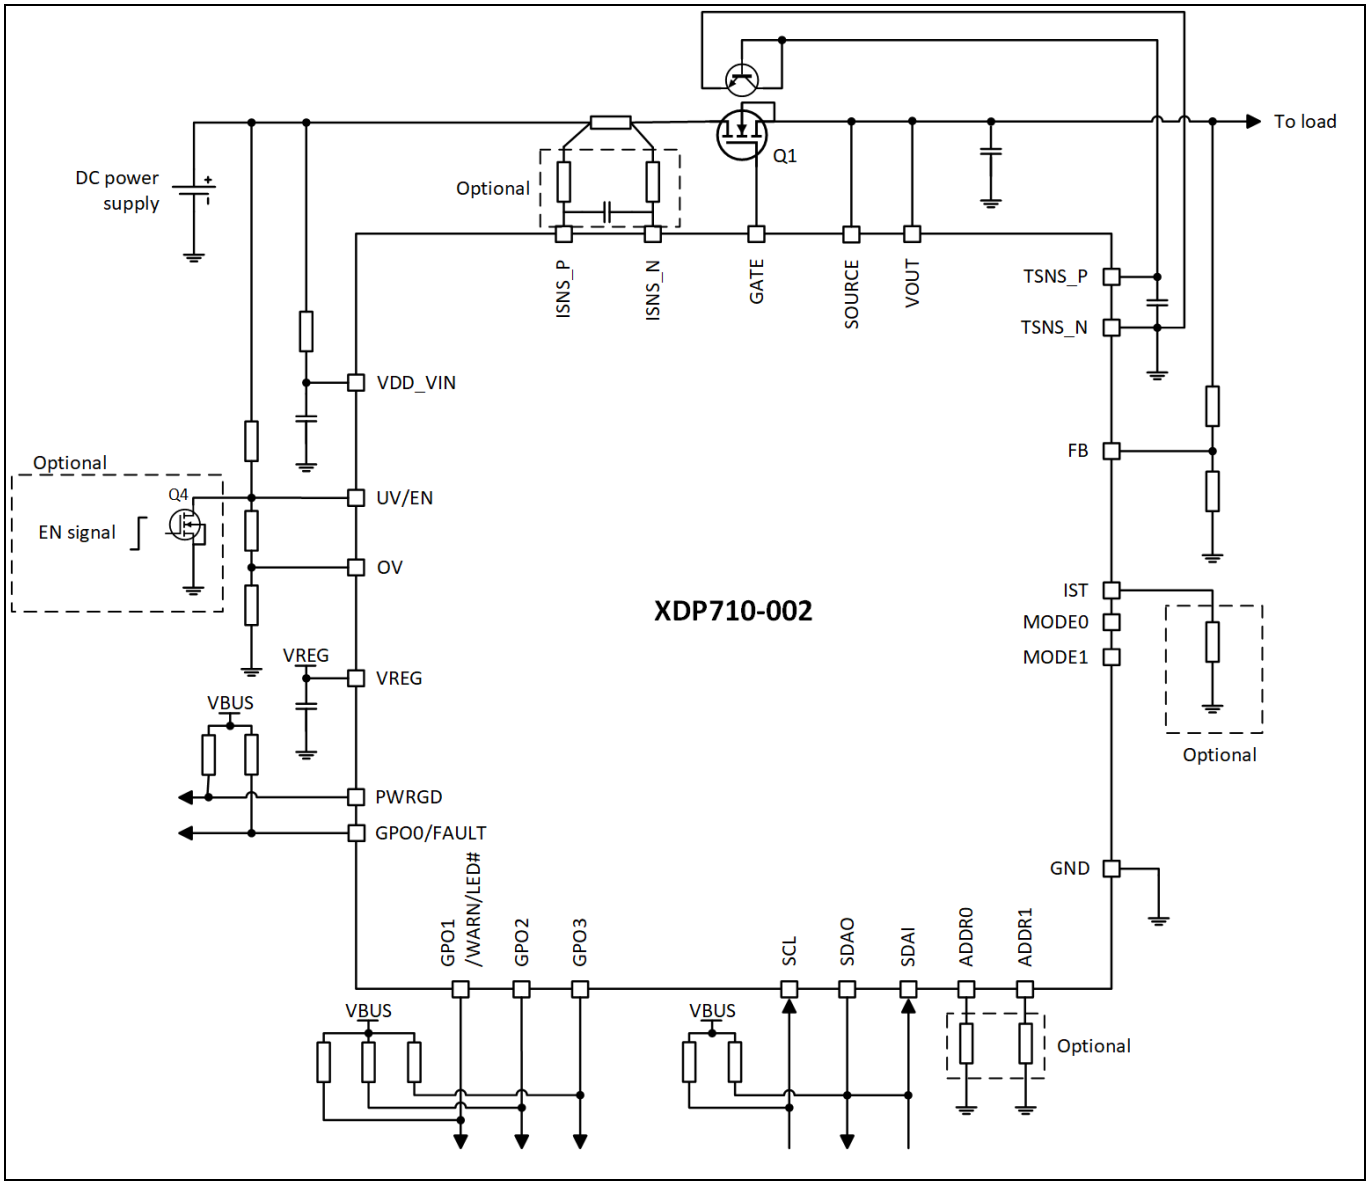

Figure 1 Application block diagram of XDP710-002
Infineon hot-swap controllers, such as XDP710-002, are wide input voltage hot-swap controllers with programmable digital SOA control, ideal for artificial intelligence (AI) servers and telecom infrastructure [1]. Key resource of the hot-swap controllers include high-precision AFE, extensive variety of system warnings and protections, high-speed communication via PMBus to main CPU, reset, shutdown, retry, and digital SOA control gate driver and charge pump for a controlled turn-on and safe operation. A typical application block diagram of XDP710-002 is shown in Figure 1. See the XDP710-002 datasheet for more information on its pin configuration and package details, product characteristics, features, and its applications [2].